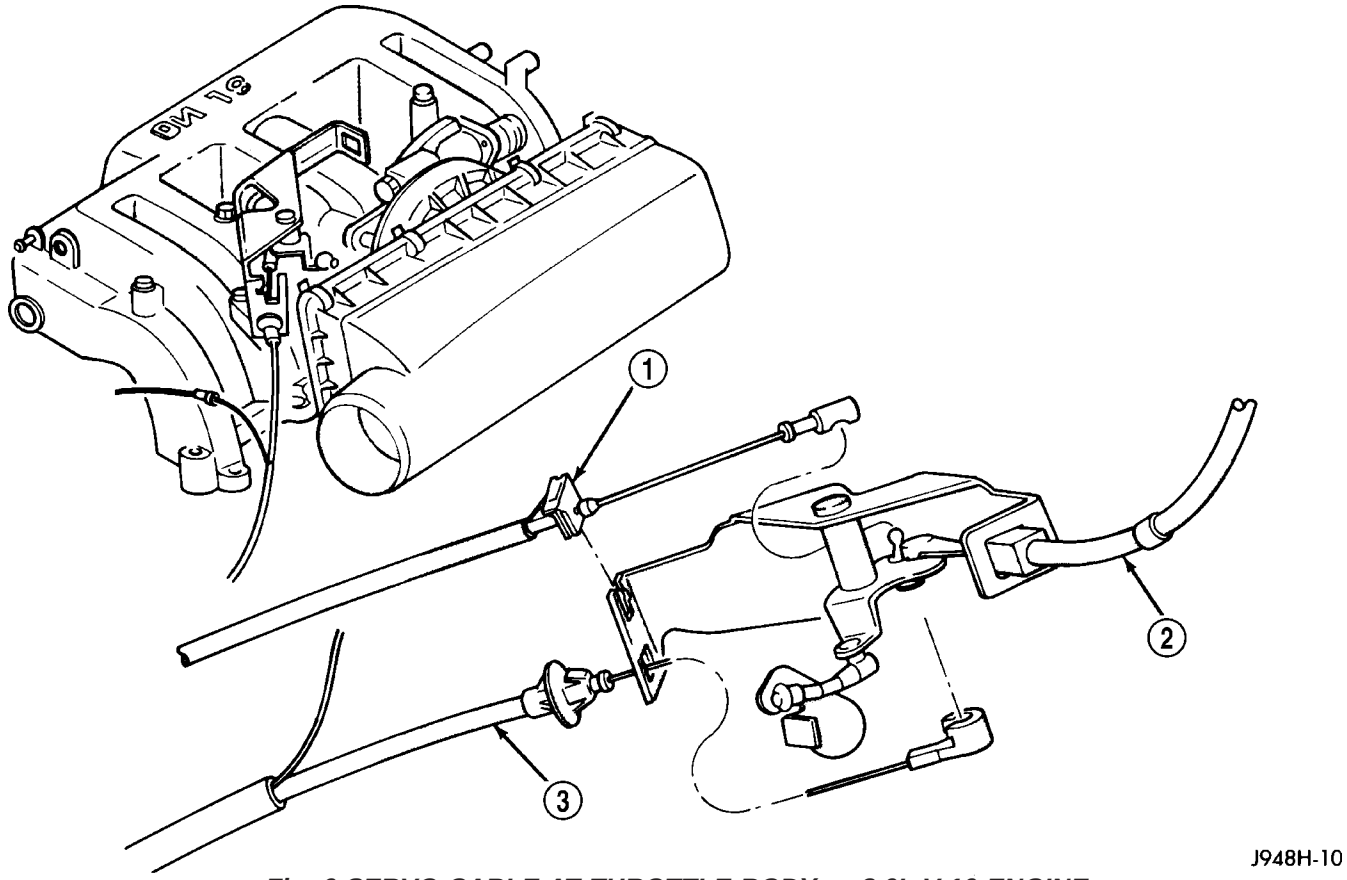

Fig. 6 SERVO CABLE AT THROTTLE BODY — 8.0L V-10 ENGINE
(1) Disconnect negative battery cable at battery.
(2) Using finger pressure only, remove speed control cable connector at bellcrank by pushing connector off the bellcrank pin (Fig. 6). **DO NOT try to pull connector off perpendicular to the bellcrank pin. Connector will be broken.**
(3) Squeeze 2 tabs on sides of speed control cable at throttle body mounting bracket (locking plate) and push out of bracket.